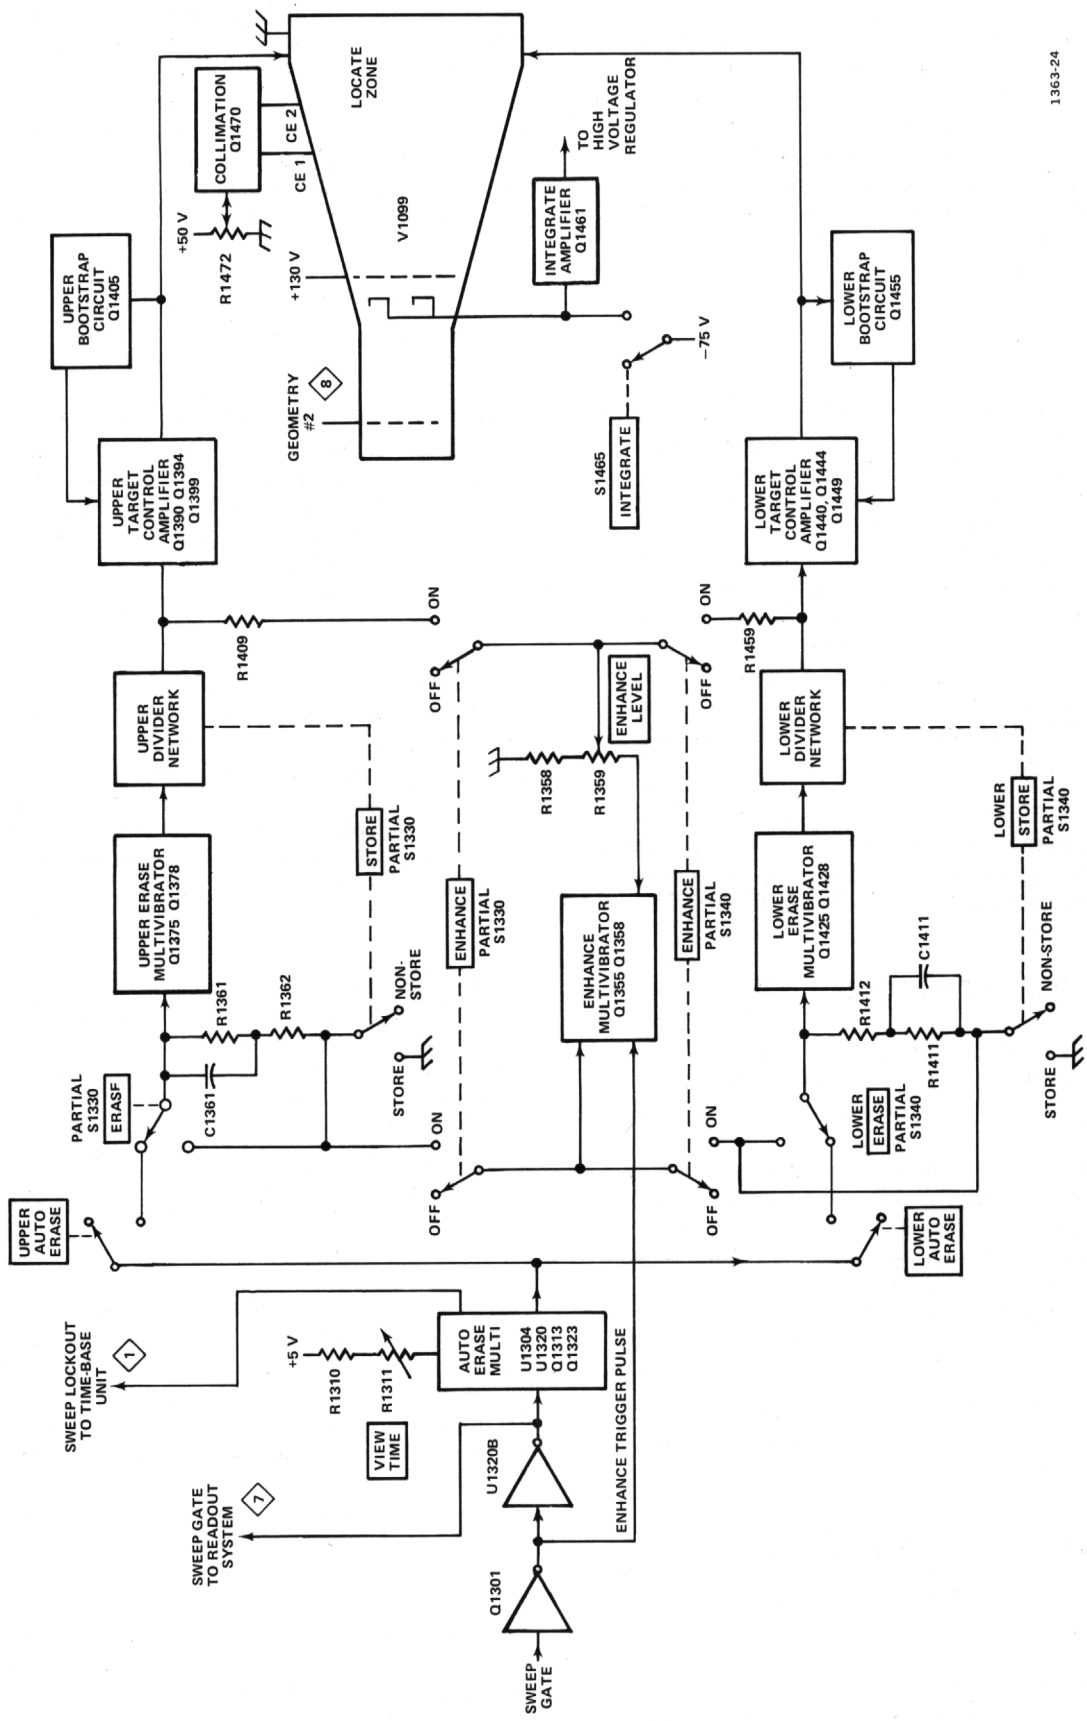

Fig. 2-24. Storage circuit detailed block diagram.
The Storage Circuit provides the voltage levels necessary to operate the flood guns, collimation electrodes, and target backplates. The storage cathode-ray tube has two targets for split-screen operation; therefore, two identical erase generators are provided, each consisting of an Erase Multivibrator and a Target Control Amplifier. These circuits produce an erase waveform that will erase written information. Additional circuitry includes: (1) the Enhance Generator, which permits very fast single sweeps to be stored; (2) the INTEGRATE switch, which permits storage of very fast repetitive signals; (3) the AUTO ERASE circuit, which stores the display at the end of each sweep and locks out all other sweeps for a time determined by the VIEW TIME control. Fig. 2-24 shows a detailed block diagram of the Storage Circuit.